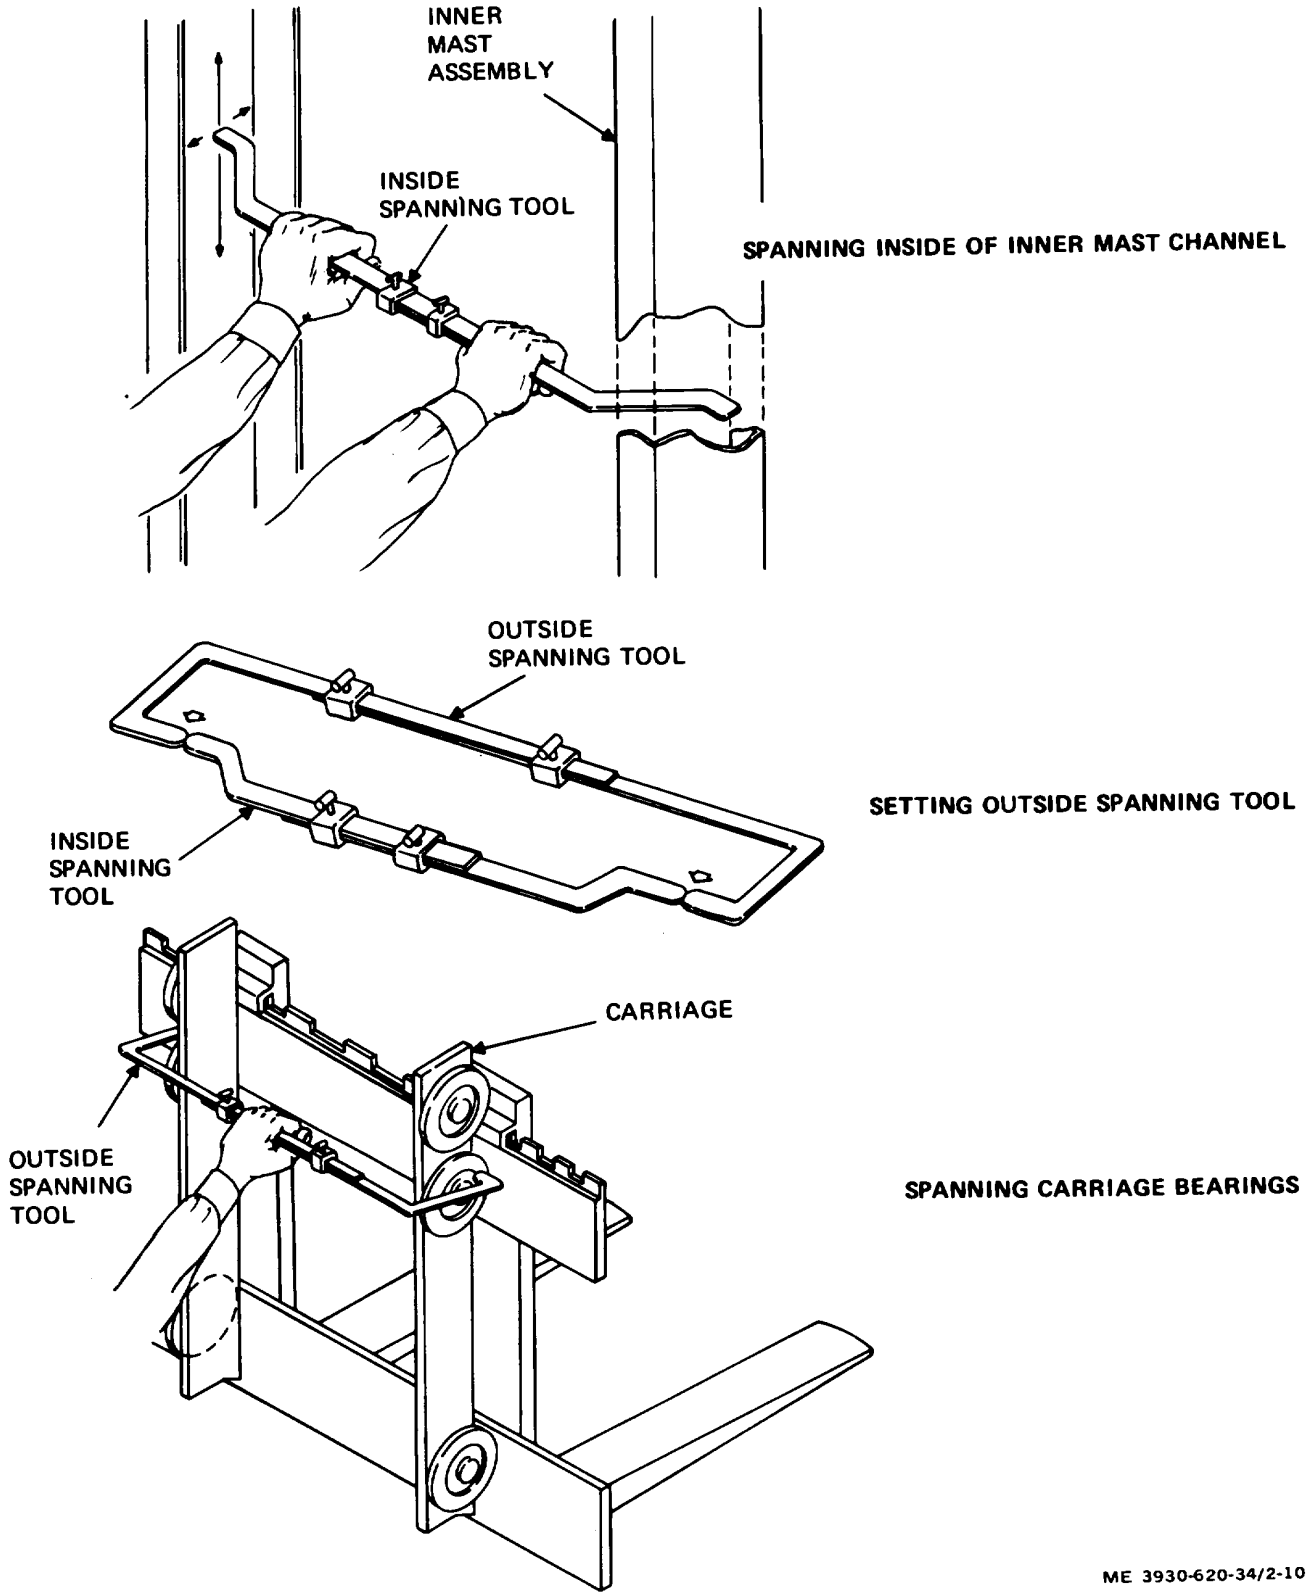

Figure 2-10. Carriage bearing adjustment.
(1) Remove the forks (TM 10-3930-620-12).
(2) Remove the carriage lifting chains.
(3) Attach a hoist to the carriage and lift up out of the mast assembly.
b. Bearing adjustment. (fig. 2-10)
(1) Using an inside spanning tool, locate the narrowest point in the web of the inner mast assembly. Set an outside spanning tool to match the inside spanning tool. Lock tools in position.
(2) Using the outside spanning tool, span the carriage bearings at their maximum camber points. Add shims as necessary to produce a maximum clearance of 0.015 inch.
(3) Place a straightedge against the stud centerline to all three bearings on both sides of the carriage. No gap should appear between the bearings and the straightedge.